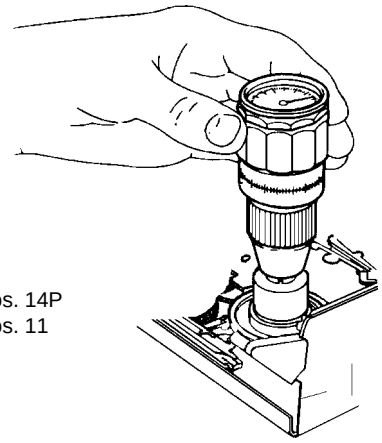

Fig. 28
– Drehmomentmesser auf den rechten Wickelteller aufsetzen (Fig. 28).
– So lange drehen, bis sich die Anzeige am Drehmomentmesser nicht mehr verändert (Fig. 28).
– Drehmomentmesser auf den rechten Wickelteller aufsetzen und entgegen dem Uhrzeigersinn so lange drehen, bis der Wickelteller leicht durchrutscht (Fig. 28).
– Place the torque meter on the right reel (Fig. 28).
– Keep turning until the reading on the torque meter does not change any more (Fig. 28).
– Place the torque meter on the right reel and turn the latter counter-clockwise until the reel just starts to slip (Fig. 28).